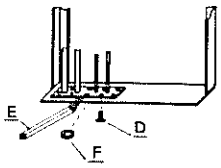

Fig 5
- fixer les cinq boulons arrière D (fig. 5 ) sans les serrer
- introduire les cinq boulons avant et serrer à fond la bride (fig. 5 )
- de vijf achterste bouten D (fig. 5 ) plaatsen zonder ze vast te schroeven